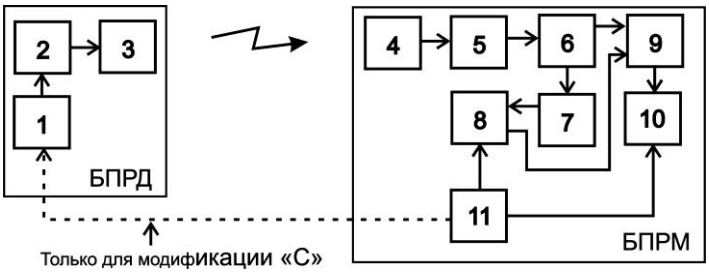

Рис. 6.5
6.2.1 Управляемый генератор 1 (см. рис. 6.5) вырабатывает импульсную последовательность определенной скважности. Под действием импульсов с генератора 1, модулятор 2 формирует последовательность СВЧ-радиоимпульсов, которые поступают на передающую антенну 3. Передающая антенна 3 излучает СВЧ-радиоимпульсы в направлении приемной антенны 4. Образовавшееся между пере